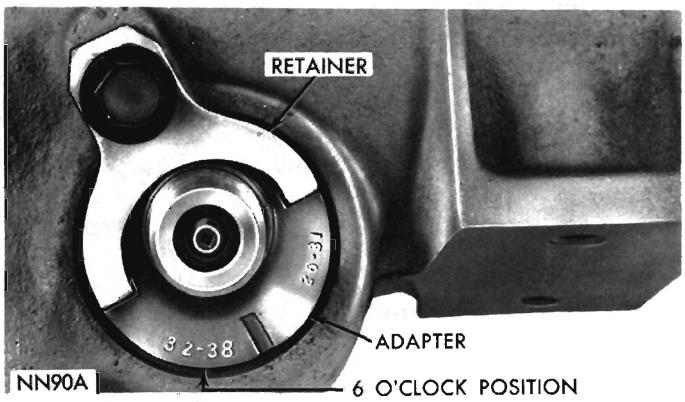
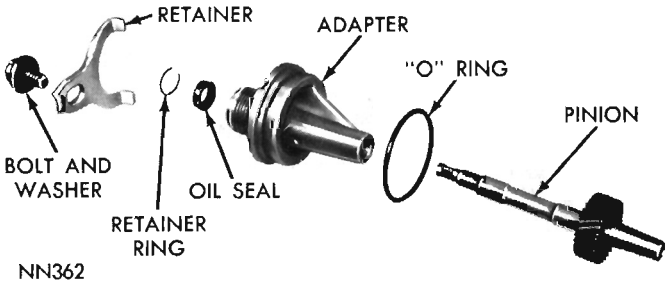
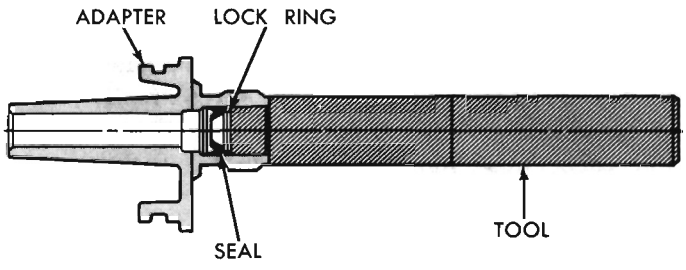

Fig. 9—Speedometer Pinion and Adaptor—Installed
Fig. 10—Speedometer Pinion and Adaptor—Disassembled
Fig. 11—Installing Speedometer Pinion Seal
(1) Place drain pan under adapter or drain transmission.
(2) Remove bolt and retainer securing speedometer pinion adapter in extension housing (Fig. 9).
(3) With cable housing connected, carefully work adapter and pinion out of extension housing.
(4) If transmission fluid is found in cable housing, replace seal in the adapter (Fig. 10). Start seal and retainer ring in adapter, then push them into adapter with Tool C-4004 until tool bottoms (Fig. 11).
(5) Note number of gear teeth and install speedometer pinion gear into adapter (Fig. 10).
(6) With proper gear tooth range number in 6 o'clock position, carefully press assembly into extension housing (Fig. 9).
(7) Install retainer and bolt, with retainer tangs in adapter positioning slots. Tap adapter firmly into extension housing and tighten retainer bolt to 100 inch-pounds.
(8) Fill transmission to level of fill plug (Refer to Lubrication Section).
(1) Remove bolt and retainer securing speedometer pinion adapter in extension housing (Fig. 9). Carefully work adapter and pinion out of extension housing.
(2) Remove bolts which attach extension housing to transmission case. Slide extension housing off mainshaft.